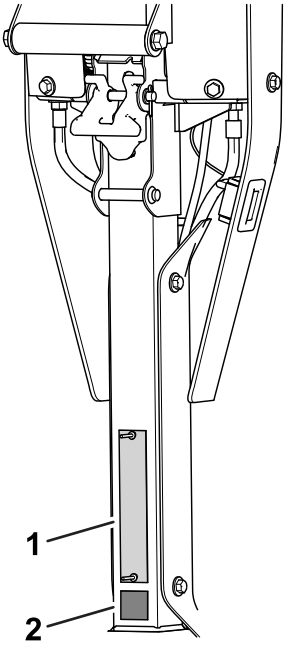

Figur 10
- Monter CE-merket under serienummerplaten (Figur 10).